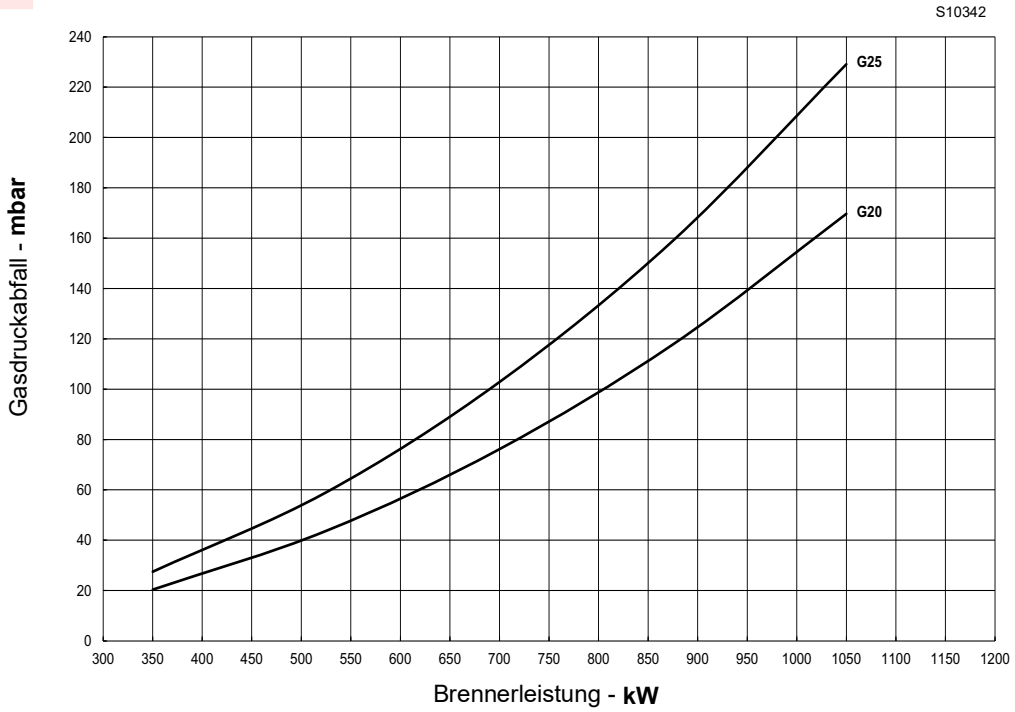
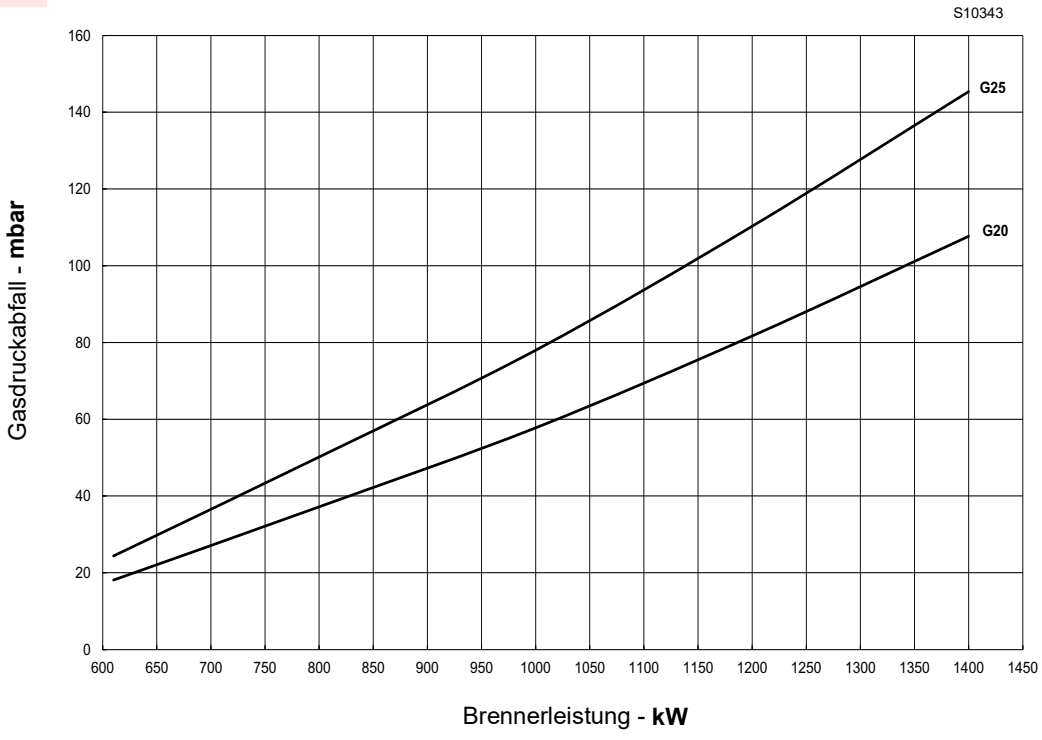
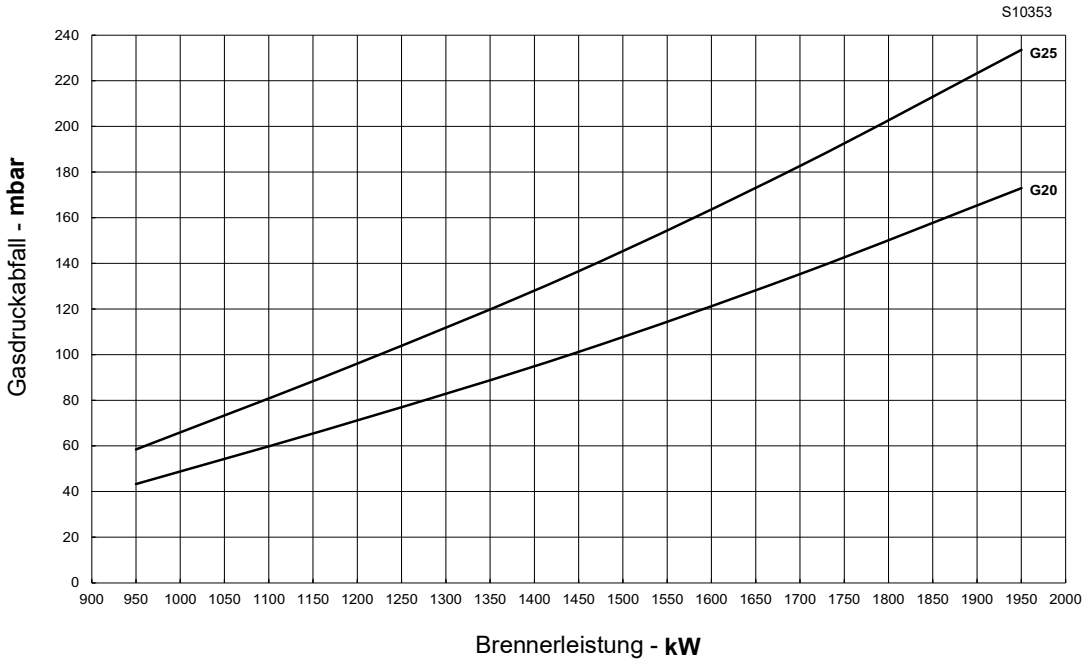
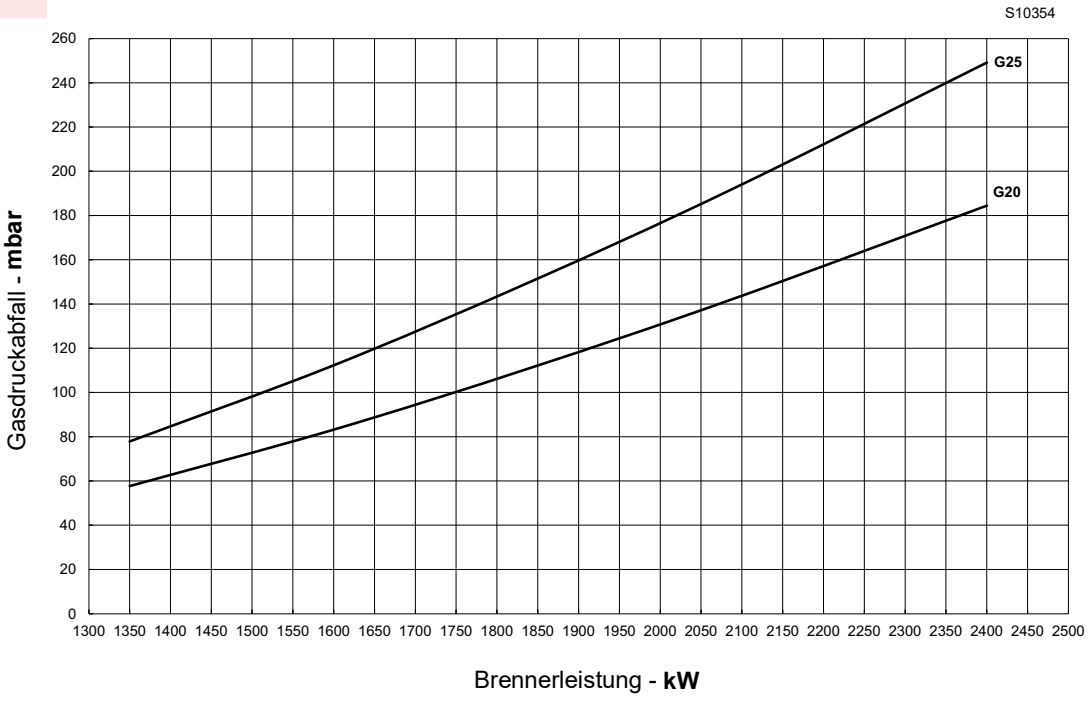

Abb. 26
Abb. 27
Abb. 28
Abb. 29
– Geben Sie den Wert in mbar ein (Abb. 26, Abb. 27, Abb. 28 und Abb. 29) und lesen Sie die entsprechende Leistung in der Zeile ab.
– den nächstgelegenen Leistungswert finden (Abb. 26, Abb. 27, Abb. 28 und Abb. 29).